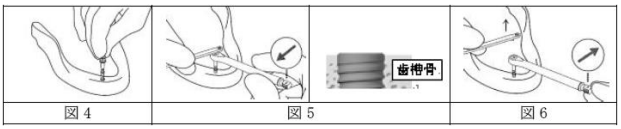

図4　図5　図6
(4)インプラント体用の挿入ジグを使用してインプラント体をインプラント床に挿入する(図4)。